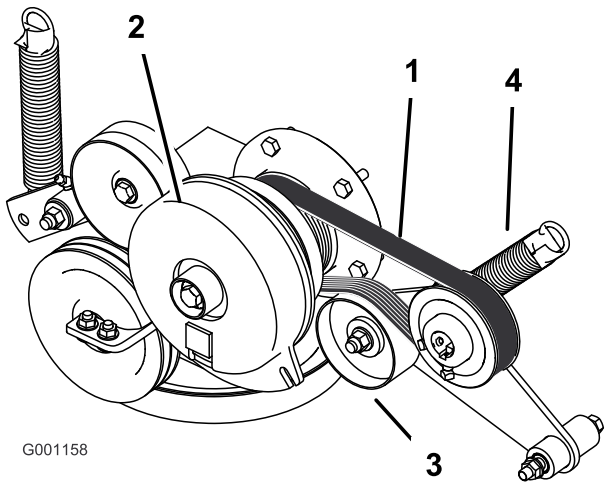

Figur 59
3. Demontera fjädern på remskivarmen (Figur 59).
4. Montera den nya remmen runt motorns och hydropumpens remskiva (Figur 59).
6. Montera fjädern på remskivearmen (Figur 59).